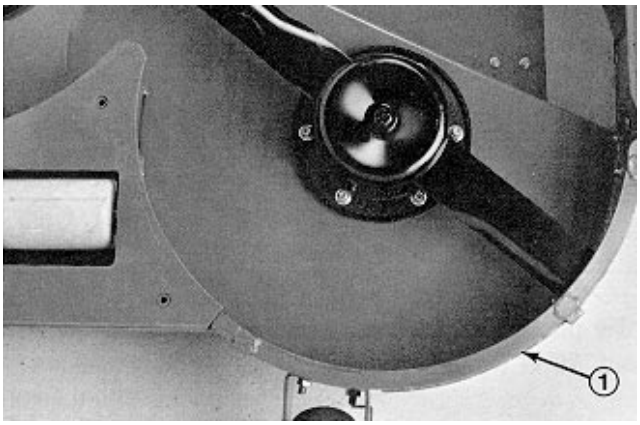

Figure 15
10. Secure left shelf to deck with (2) 1/4−20 x 1" lg. capscrews, (1) 1/4−20 x 3/4" lg. capscrews and (3) locknuts (Fig 15). Capscrew heads to be positioned on the inside of deck.